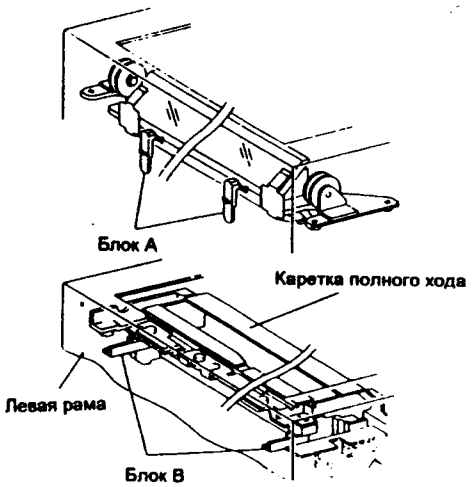

Рис. 3 NZM-0067
8. (Рис. 3): Аккуратно передвиньте каретки полного и половинного хода в исходное положение, вручную поворачивая шкив ведущего валика, попутно проверяя следующее: